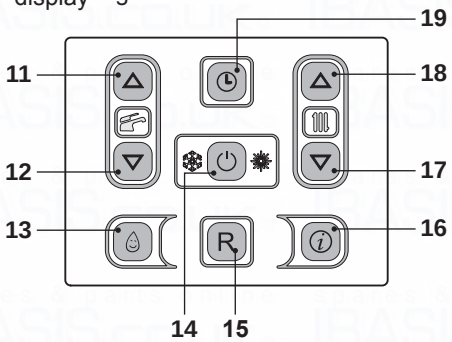

Fig. 2.7
Enter "programming mode" by holding down key 19 for 5 seconds (Fig. 2.7) until the display indicates the ⏲ symbol.
Use keys 17 (decrease) and 18 (increase) Fig. 2.7 to set the time, day and date values, using keys 11 and 12 to move from one parameter to the next.
- Press the key 14 for 2 seconds until both and symbols appear on the display Fig. 2.7.